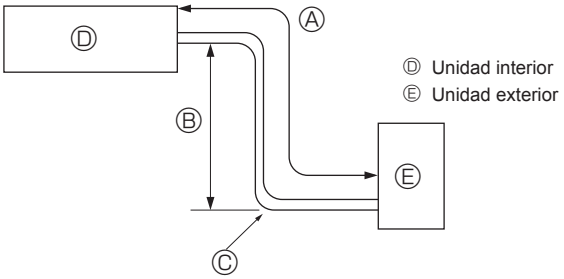
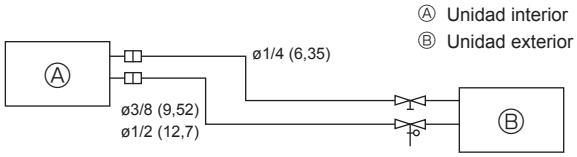

Fig. 4-1
Fig. 4-2
4.1. Tubería de refrigerante (Fig. 4-1, Fig. 4-2)